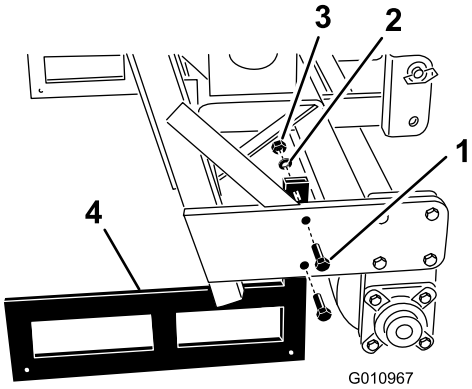

Figur 26
2. Ta bort de bultar och muttrar som fäster förvaringsstöden på varje sida av luftaren (Figur 26).